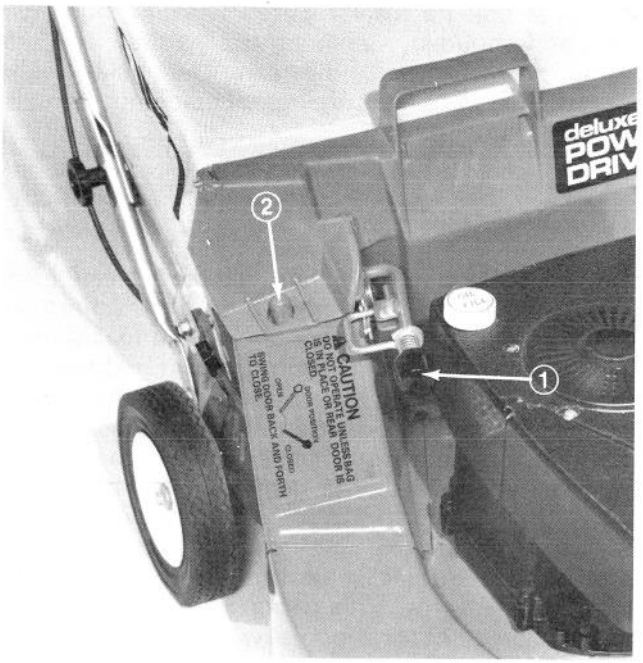

Afbeelding 16
3. Schuif het geleidingsgat in het bovenframe van de zak op de beslagnagel, welke zich op de maaihuizing bevindt (Afb. 16). Zet dan het achterframe van de zak op de benedenhandle.